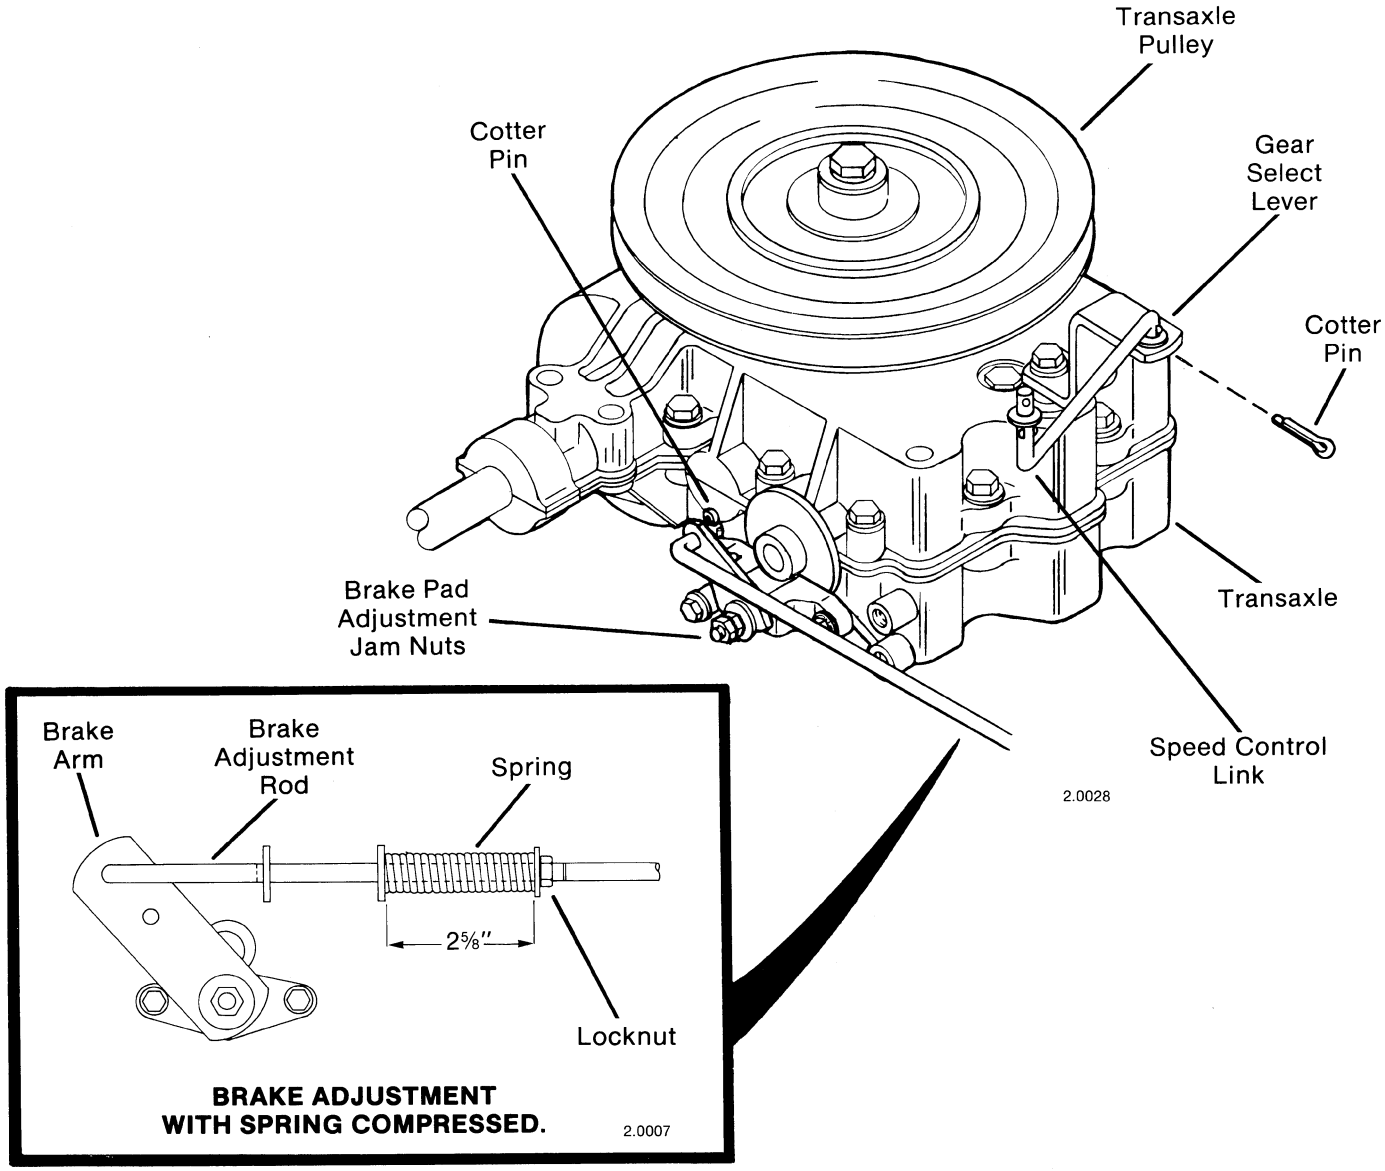

FIG. 13
D. Remove cotter pin attaching speed control link to gear select lever at front of transaxle. See (Fig. 13 or 25A)
E. Remove cotter pin attaching brake adjustment rod to brake arm at transaxle disc brake. (Fig. 13) Detach brake adjustment rod from brake arm.